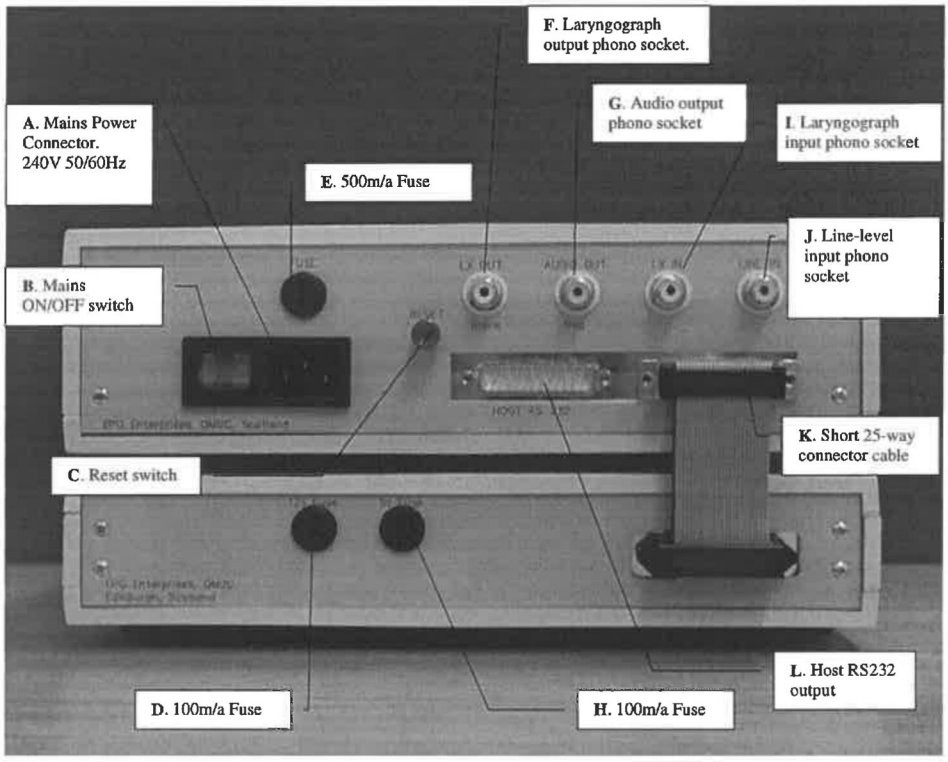
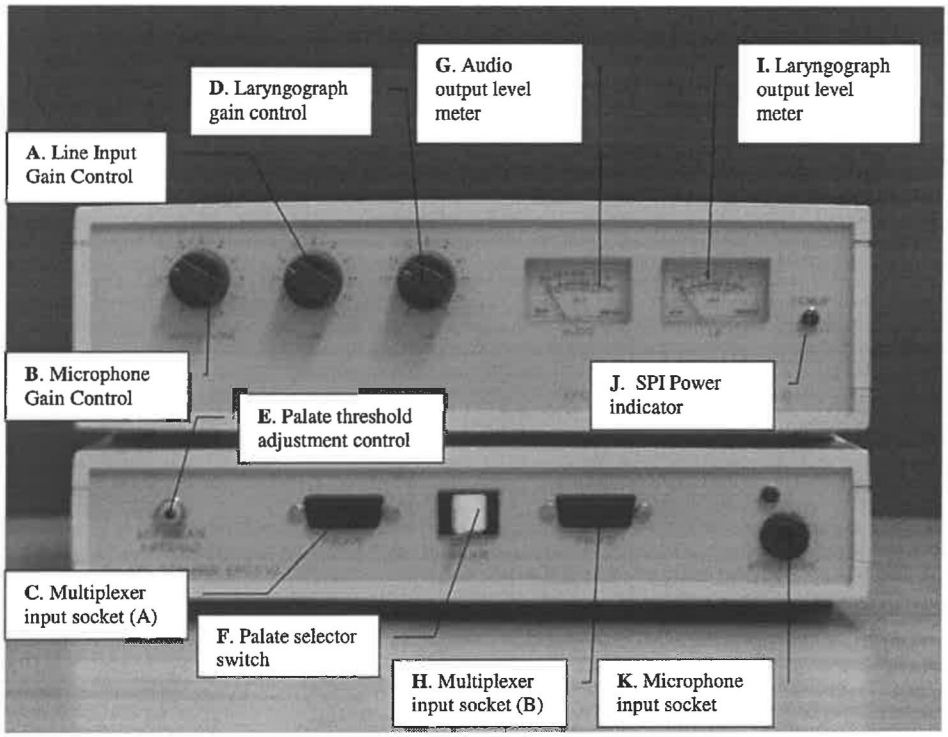
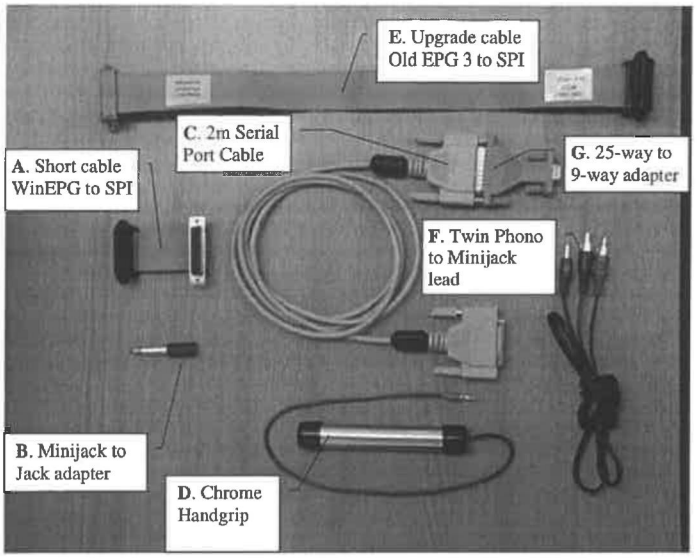
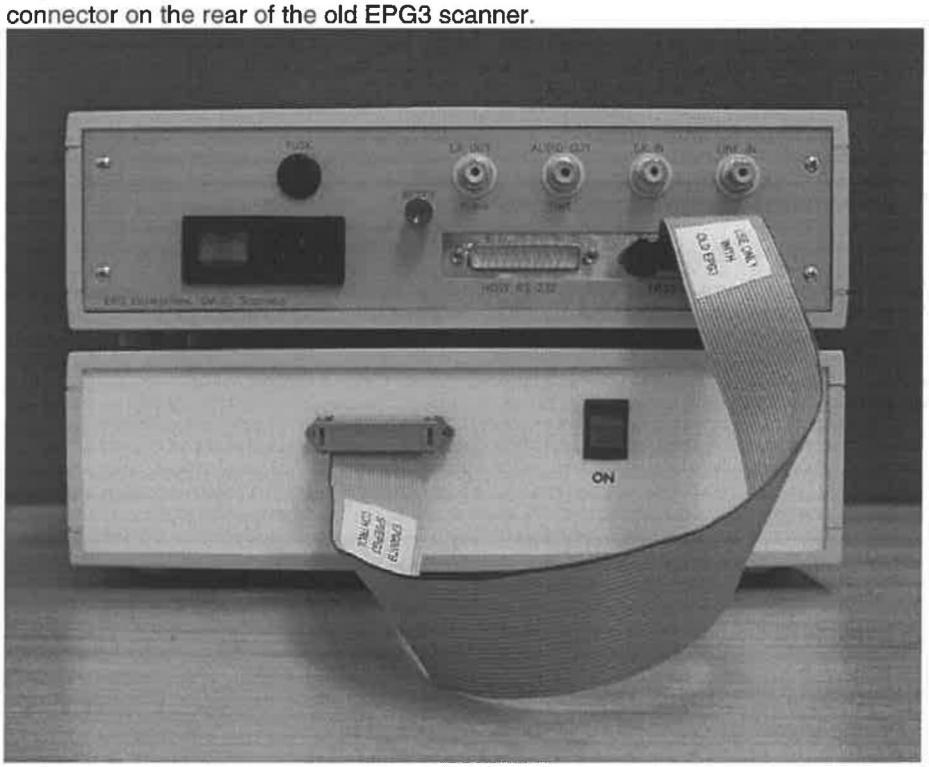

Figure 2 Rear Panel of SPI unit and EPG3 Scanner
Figure 3 Front Panel of SPI unit and EPG3 Scanner
Figure 4 Cables and Accessories
Figure 5 Rear panel of SPI and Old DOS EPG3 Scanner
Two input connectors marked 'PALATE' (Figure 3**C**, Figure 3**H**) (or A and B on the old EPG 3) are provided to enable a therapist to alternately view the client and the therapist's own palate for demonstration purposes. The white switch (Figure 3**F**) is used to select either input A or input B. A second multiplexer is required to support this mode of operation. The palate threshold adjustment control (Figure 3**E**) allows the sensitivity of the EPG3 scanner to be adjusted. A microphone input socket (Figure 3**K**) is provided (See following SPI section for more details). An indicator above the microphone socket lights up when the EPG3 scanner is properly connected and receiving power from the SPI unit.
The Serial Port Interface (SPI) powers the EPG3 scanner and controls its operation in response to instructions from the host computer. The SPI sits on top of the EPG 3 scanner and is connected to the EPG 3 scanner by a short cable from the 25-way D connector on the rear panel of the EPG3 scanner (Figure 2**K**), marked 'EPG CONTROL', to the connector on the rear panel of the SPI marked 'EPG3 CONTROL'. *NB. A different cable is required to connect the old DOS EPG 3 unit. See upgrade section.* The SPI is connected to the computer serial port (usually marked COM1 or COM2 or sometimes '10101' or RS232) using the 2m
serial cable (Figure 3**C**) plugged into the connector on the rear panel of the SPI marked 'Host RS232'. The SPI unit provides pre-amplification for a microphone plugged into the EPG 3 scanner. The line-level preamplifier output is taken from the phono socket on the rear panel of the SPI marked 'AUDIO OUT' (Figure 2**G**). The SPI is designed to take the input from a Laryngograph and pre-amplify it. The Laryngograph can be connected to the phono socket marked 'LX IN' (Figure 2**I**) and the line-level Lx output is taken from the phono socket marked 'LX OUT' (Figure 2**F**), both on the rear panel of the SPI. For convenience a fourth phono socket marked 'LINE IN' allows any line level signal to be connected to the SPI. Note that this signal will be fed to the 'AUDIO OUT' connector and should not be used when a microphone is plugged in to the EPG 3 scanner.
- **Microphone**. (Figure 3**B**) Gain control for the microphone plugged into the EPG3 scanner.
- **Line**. (Figure 3**A**) Gain control for the line-level input to the SPI
- **Lx**. (Figure 3**D**) Gain control for the Laryngograph plugged into the SPI.
There are two meters on the front panel marked 'AUDIO' (Figure 3**G**) and 'LX' (Figure 3**I**), which indicate the signal levels for the microphone and Laryngograph respectively.
2. Connect the SHORT 25-way ribbon cable (Figure 4**A**) between the connector marked 'COMPUTER' on the rear of the EPG 3 scanner and the connector marked 'EPG CONTROL' on the rear of the SPI. IMPORTANT: Only the short 10cm 25-way cable supplied should be used. Any other cable may cause serious damage to the system. See below if you are upgrading from the old DOS EPG system as a different cable is used.
3. Connect the 2m serial port cable (Figure 4**C**) between the connector marked 'COMPUTER RS232' on the rear of the SPI (Figure 2**L**) to the 25-way to 9-way adapter (Figure 4**G**) and connect the adapter to the 9-pin serial port connector on the back of your PC. The serial port connector may be marked as 'COM 1' or '10101'.
5. Switch on the green power switch on the rear panel of the SPI (Figure 2**B**). After 6 seconds you should hear a beep. If not check that orange light on the front panel of the SPI marked 'POWER' is illuminated. If the switch is not illuminated there is no power reaching the SPI.
6. Plug the multiplexer cable into one of the sockets marked 'PALATE' on the front of the EPG 3 scanner and make sure that the white palate selector switch (Figure 3**F**) is pointing towards this socket.
7. Plug the chrome handgrip (Figure 4**D**) into the multiplexer.
Alternatively: If your sound card has a line-level input, you may plug your microphone into the socket on the front of the EPG3 (Figure 3**K**) scanner unit and connect the twin phono to minijack lead (Figure 4**F**) from the red and black phono connectors marked 'AUDIO OUT' and 'LX OUT' on the rear panel of the SPI to the line level input socket on your sound card. Be careful to match the red and black plugs to the red and black sockets.
The installation procedure is the same as for the WinEPG system with one important exception. The cable connecting an old EPG3 scanner (Figure 5) is wired differently to the new EPG3 scanner (green panels). The upgrade cable (Figure 4**E**) is also longer to account for the different position of the 'COMPUTER' connector on the rear of the old EPG3 scanner.
Switch on the SPI by operating the switch on its rear panel. Observe the front panel LED (Figure 3**J**) marked 'POWER' to confirm that the SPI is powered. Observe the similar LED on the front panel of the EPG3 scanner to confirm that the EPG3 scanner is powered.
If using line-level input (see WinEPG hardware setup 10. above), then check that the audio meter (Figure 3**G**) is responding to the microphone signal. Adjust the control knob marked 'Microphone' until the needle on the meter rises above 8 but below 0 while speaking into the microphone.